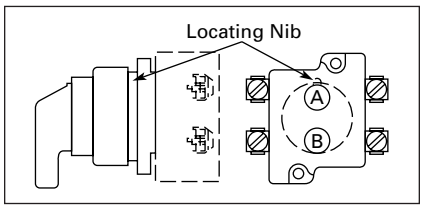

Figure 47-94. Contact Circuit Locations
- Each cam has two separate lobes, each of which operates one of the two contact block plungers independently of each other. Those are identified as position A (locating nib side) and position B (opposite of locating nib). The position designations give direction in selecting and mounting of the contact blocks (see **Figure 47-94**).